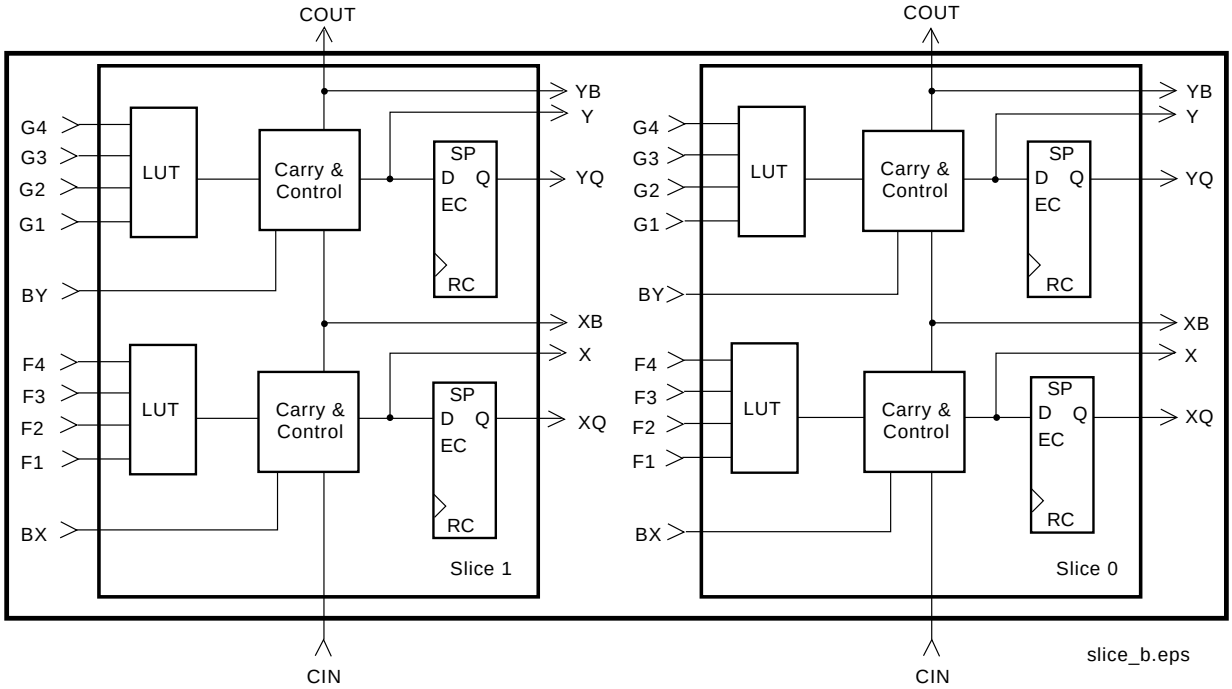
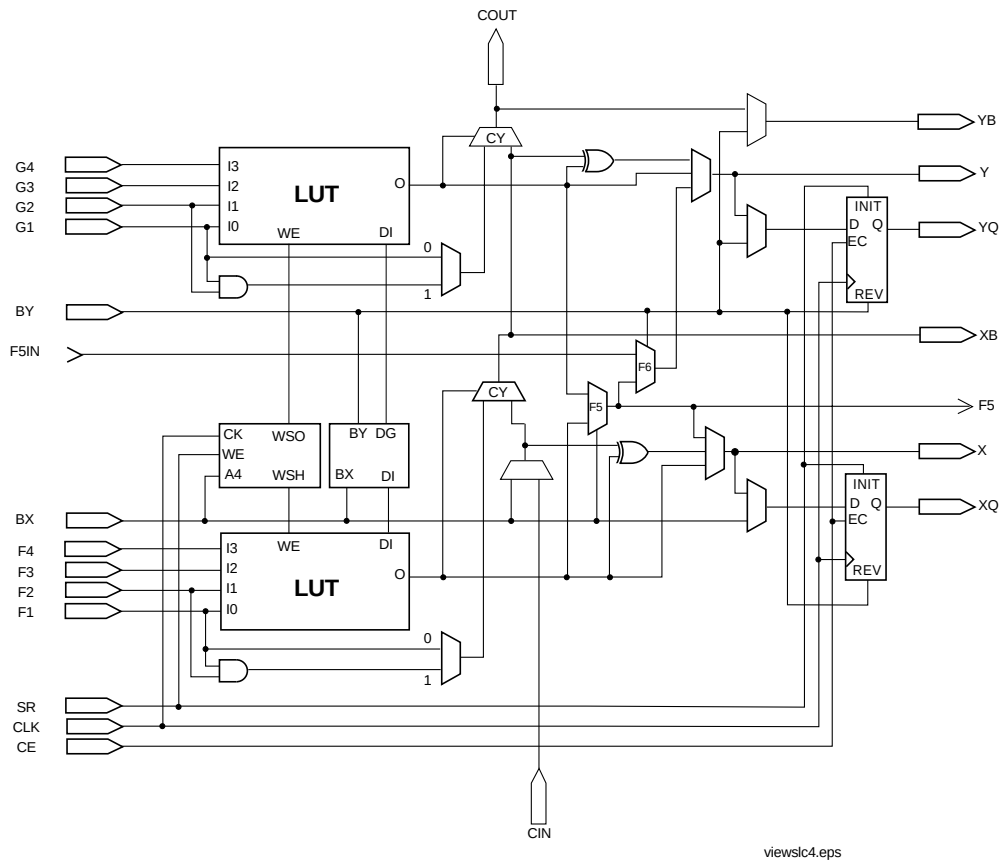

Figure 4: 2-Slice Virtex CLB
Figure 5: Detailed View of VIrtex Slice
The basic building block of the Virtex CLB is the logic cell (LC). An LC includes a 4-input function generator, carry logic, and a storage element. The output from the function generator in each LC drives both the CLB output and the D input of the flip-flop. Each Virtex CLB contains four LCs, organized in two similar slices, as shown in Figure 4. Figure 5 shows a more detailed view of a single slice.